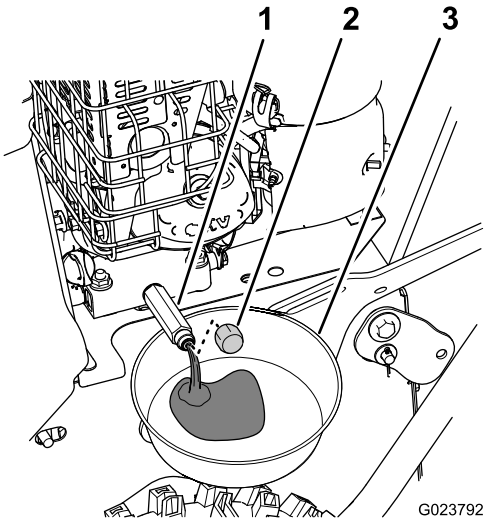

Figura 26
1. Posizionate una bacinella sotto il raccordo di scarico e rimuovete il tappo di spurgo dell'olio (Figura 26).